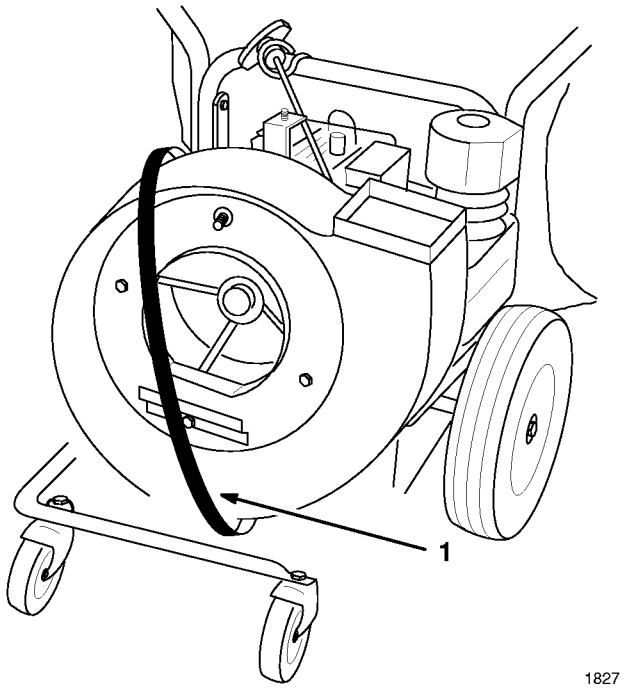

Abbildung 26
5. Absaugdüse entfernen (Abb. 26).
6. Sack von Auswurfkanal abnehmen und Kanal entfernen (Abb. 26).
9. Den neuen Riemen um das Gebläsegehäuse herumführen (Abb. 26).